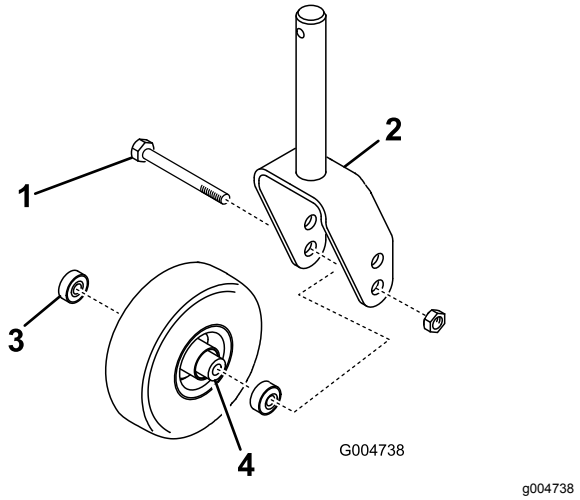
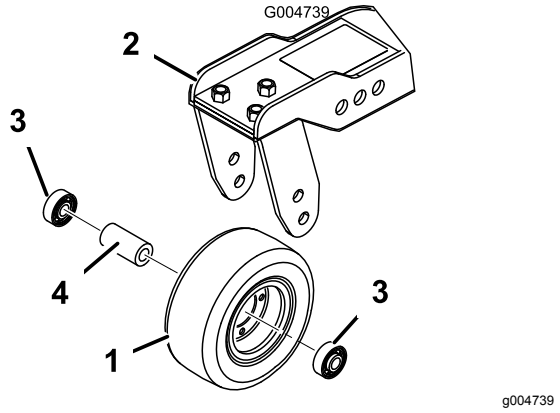

Figur 87
Figur 88
1. Skru låsemøtrikken af bolten, der holder styrehjulsenheden fast i styrehjulsgaflen (Figur 87) eller styrehjulsdrejearmen (Figur 88).
2. Fjern lejet fra hjulnavet, og lad lejeafstandsstykket falde ud (Figur 87 og Figur 88).